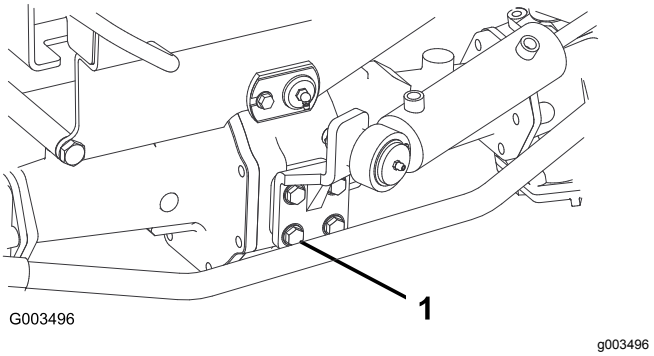

Figur 64
2. Tilspænd de fire bolte til styretøjscylinderens montering (Figur 64) med et moment på 65 til 81 N·m.